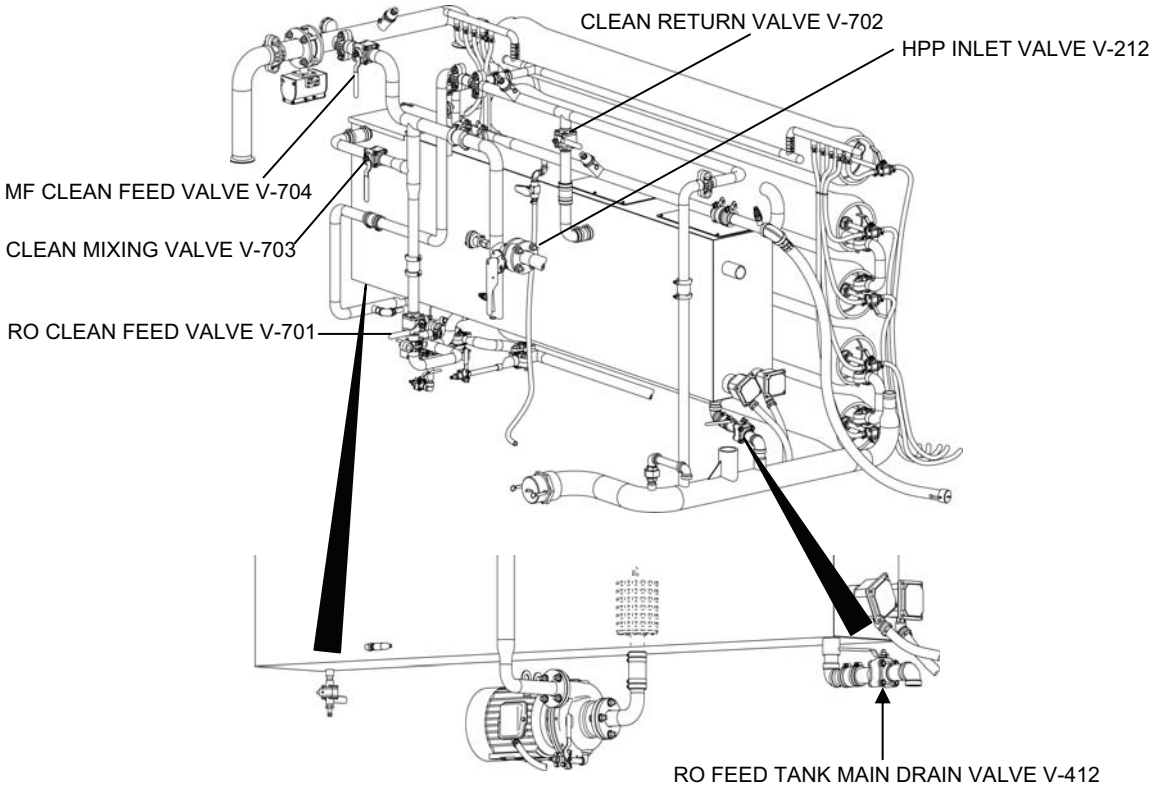

Figure 4. Valves for Preparing Water for RO Preservation Flush.
3. Prepare water for the RO preservation flush as follows (Figure 4):